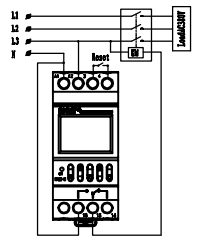

Figure 4 Three-phase controlled wiring diagram (220V for contactor coil)
a) The coil voltage of the controlled contactor is AC 220V 50Hz, so its wiring method sees Figure 4;